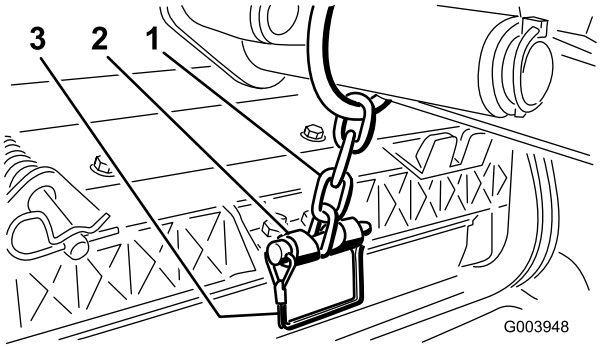

Figur 9
11. Fastgør løftearmskæden til kædebeslaget med låsestiften (Figur 9).